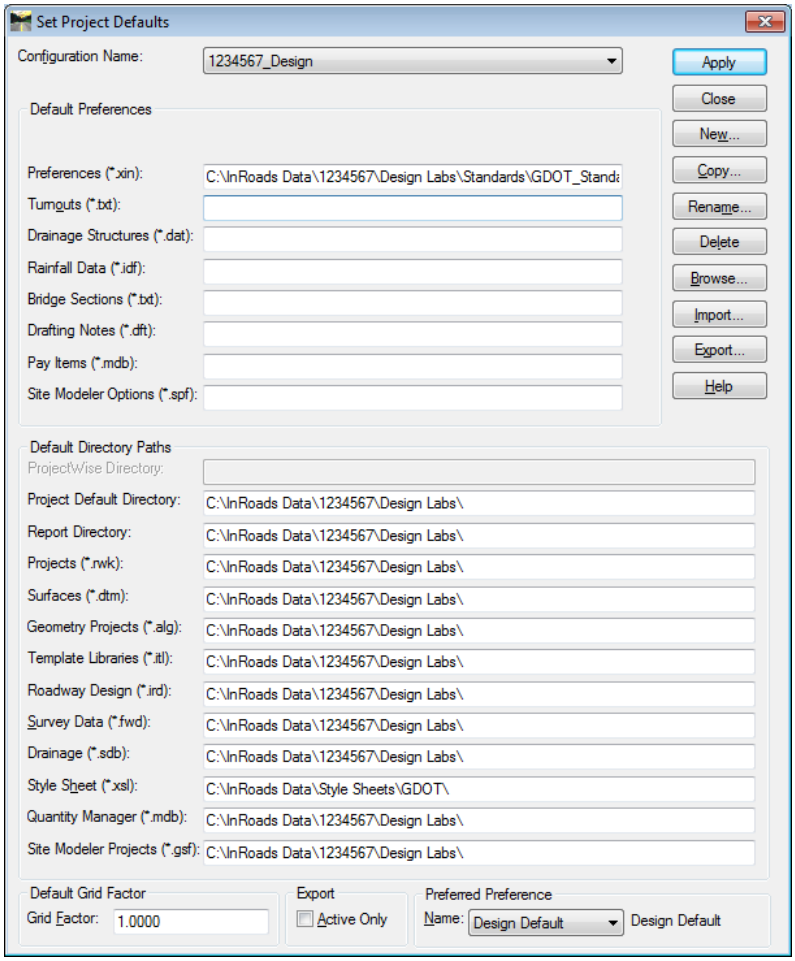

Figure L2-1 Project Defaults
8.	**Verify Project Defaults** • In InRoads, select **File ►Project Defaults** • Use the pull down next to *Configuration Name:* to select **1234567_Design** which you created in Lab 1. • Verify Settings match those shown in *Figure L2-1*. • Click **Apply** & **Close.** *Sets Project Defaults.*